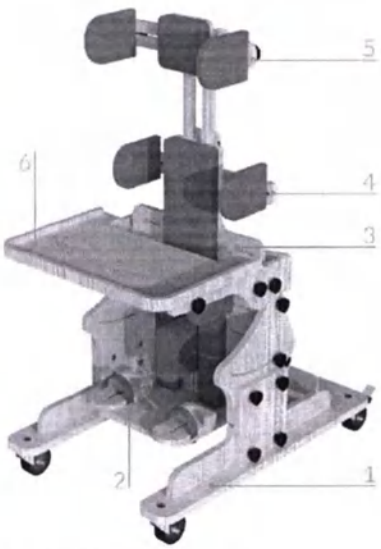

Рис. 2 – Общий вид опоры
Опора (см. рис. 2) состоит из основания (1) и ложа, включающего в себя следующие части: узел подножки (2), узел для туловища (3), плечевой фиксатор (4), подголовник (5) и столик (6). При необходимости плечевые фиксаторы могут быть использованы в качестве боковых упоров для спинки.